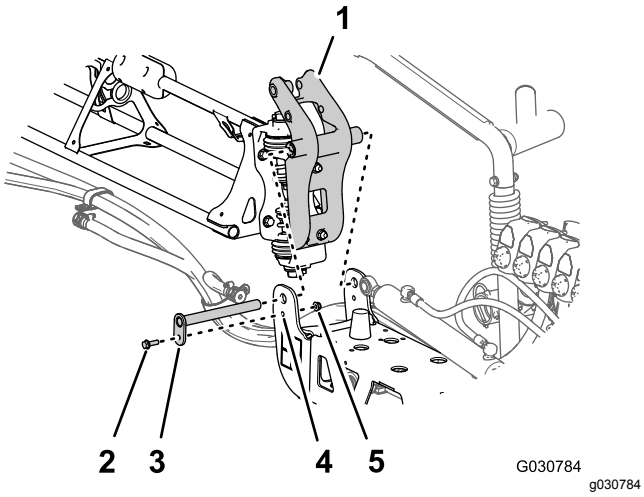

Figur 123
3. Juster bøsningerne i drejefittingen, så de passer med hullerne i flangerne på aksebeslaget ved enden af midtersprøjtesektionen (Figur 123).